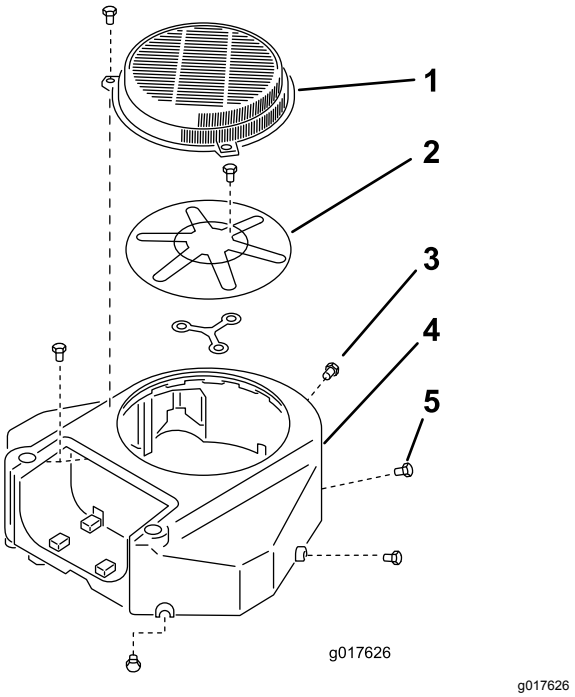

**Figuur 61**
3. Verwijder het luchtinlaatrooster en de ventilatorbehuizing (Figuur 61).
5. Monteer het luchtinlaatrooster en de ventilatorbehuizing (Figuur 61).